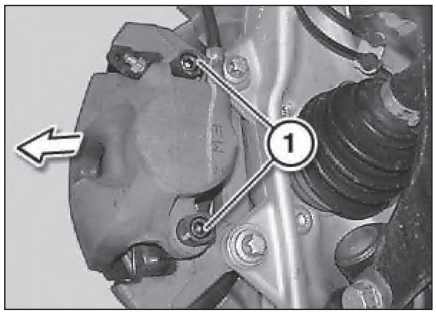

Рис. 8.8. Направляющие пальцы
- Используя приспособлением «34.1.080» или торцовый шестигранный ключом на 7/9 мм, отвернуть нижний и верхний направляющие пальцы суппорта (1, рис. 8.8). Снять суппорт, переместив его назад. Закрепить суппорт проволочной скобой на кузове автомобиля. Тормозной шланг не отсоединять. Проследить, чтобы он не был натянут.